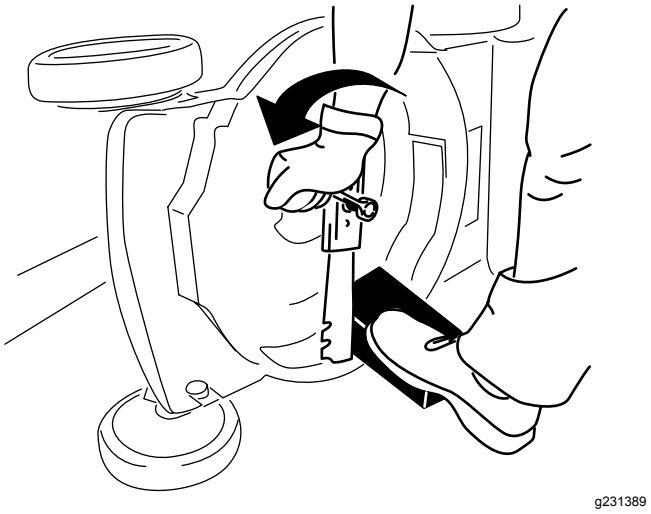

Figure 26
3. Immobilisez la lame avec un morceau de bois (Figure 26).
4. Déposez la lame mais ne jetez pas les fixations (Figure 26).